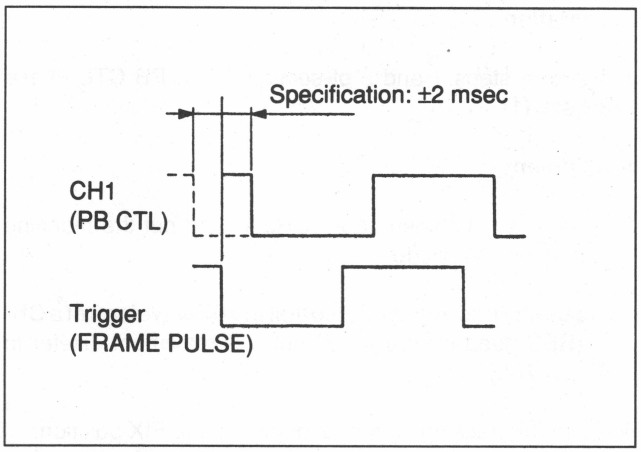

Fig. 8-7-6. PB CTL Phase Check
Note: Check that the CH-1 (PB CTL) and CH-2 (FRAME PULSE) pulses shown in Fig. 8-7-6 are in-phase during adjustment.
5. Check that the phase difference at the falling edges of CH-1 (PB CTL) and trigger (FRAME PULSE) pulses shown in Fig. 8-7-6 satisfies the specification with the tracking control pushed (FIX position).